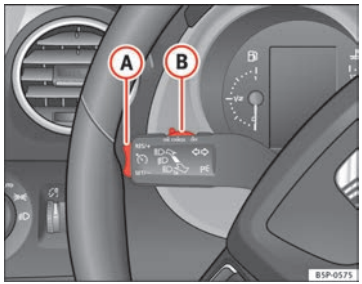

Abb. 156 Blinker- und Fernlichthebel: Schalter und Wippe für die Geschwindigkeitsregelanlage
- Wenn der Hebel (B) ohne bei **OFF** einzurasten auf die Position **CANCEL** gedrückt wird. Nach Ausführen des Befehls **CANCEL** kehrt der Hebel wieder auf seine Ausgangsstellung zurück, sobald er losgelassen wird.
Zur Wiederaufnahme der Regelung lassen Sie das Brems- bzw. Kupplungspedal los oder reduzieren Sie die Fahrzeuggeschwindigkeit auf unter 180 km/h (112 mph) und drücken einmal den oberen Teil der Wippe **RES/+** ⇒Abb. 156 (A).
Durch Verstellen des Bedienteils (B) ⇒Abb. 156 bis ganz nach rechts (OFF eingerastet) bzw. bei stehendem Fahrzeug durch Ausschalten der Zündung wird das System **vollständig abgeschaltet**.